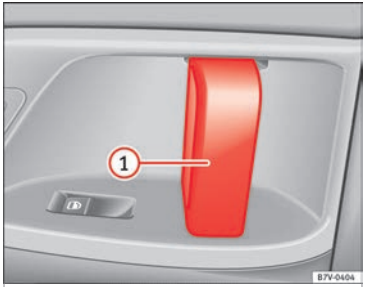

Fig. 133 On the sliding door. door handle (1).
Opening the sliding door from the inside.	When the sliding door is released, open the door fully by pulling on its interior handle ›› Fig. 133 (1).